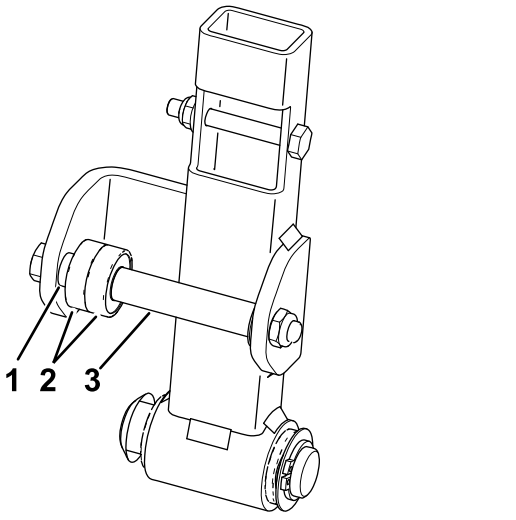

Figure 3
6. Remove the existing bearings and spacers from the neutral arm (Figure 3).
7. Install the new bearings and spacers (Figure 3).